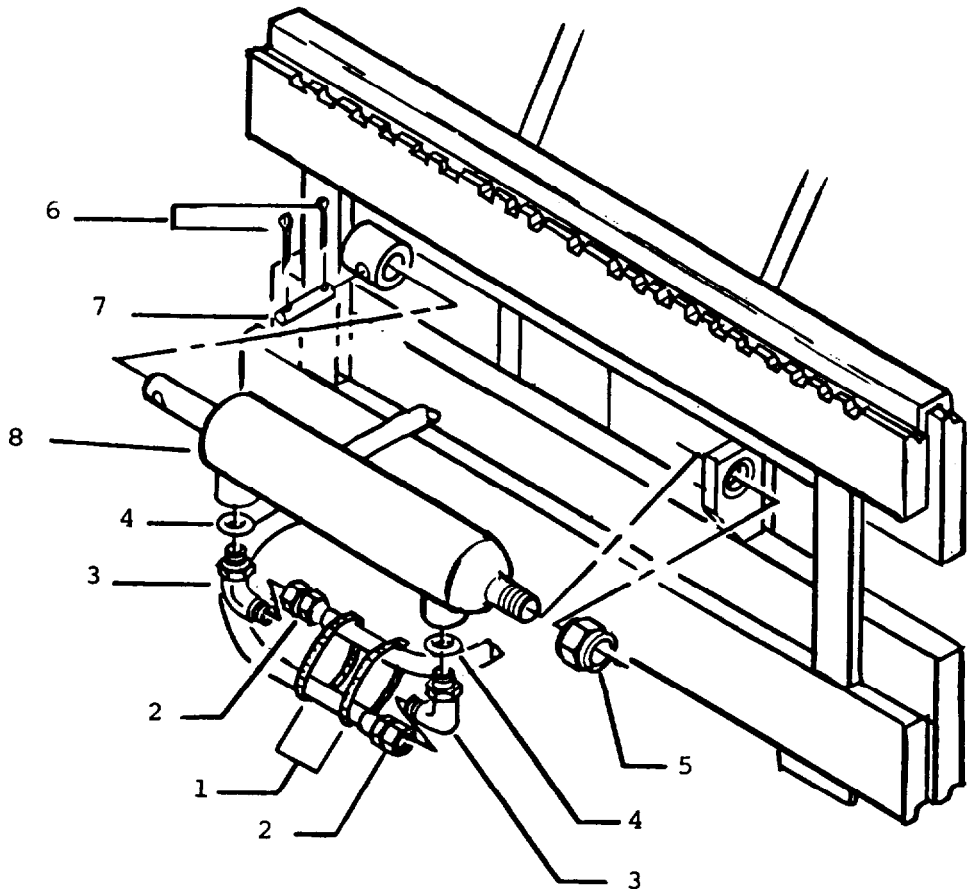

FIGURE 6-8
b. Remove the hydraulic line tie strap and remove the hydraulic lines (items 1 and 2 in fig. 6-8) away from the fittings in the cylinder.
C. Remove the cylinder anchor end nut (item 5 in fig. 6-8).
d. Remove the two cylinder rod end pin retainers and the one rod end pin (Items 6 and 7 in fig. 6-8).
e. Remove the cylinder (items 8 in fig. 6-8) from the carriage.
a. Refer to figure 6-8.